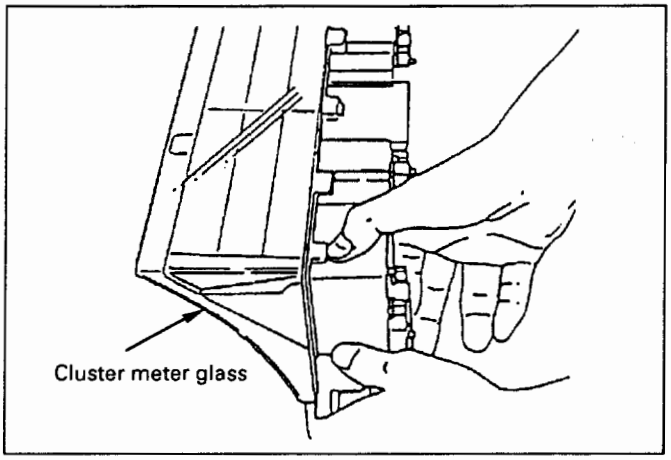

Fig. 8-350
- Remove it by pushing the seven catches on the peripheral with your finger. (Fig. 8-350)